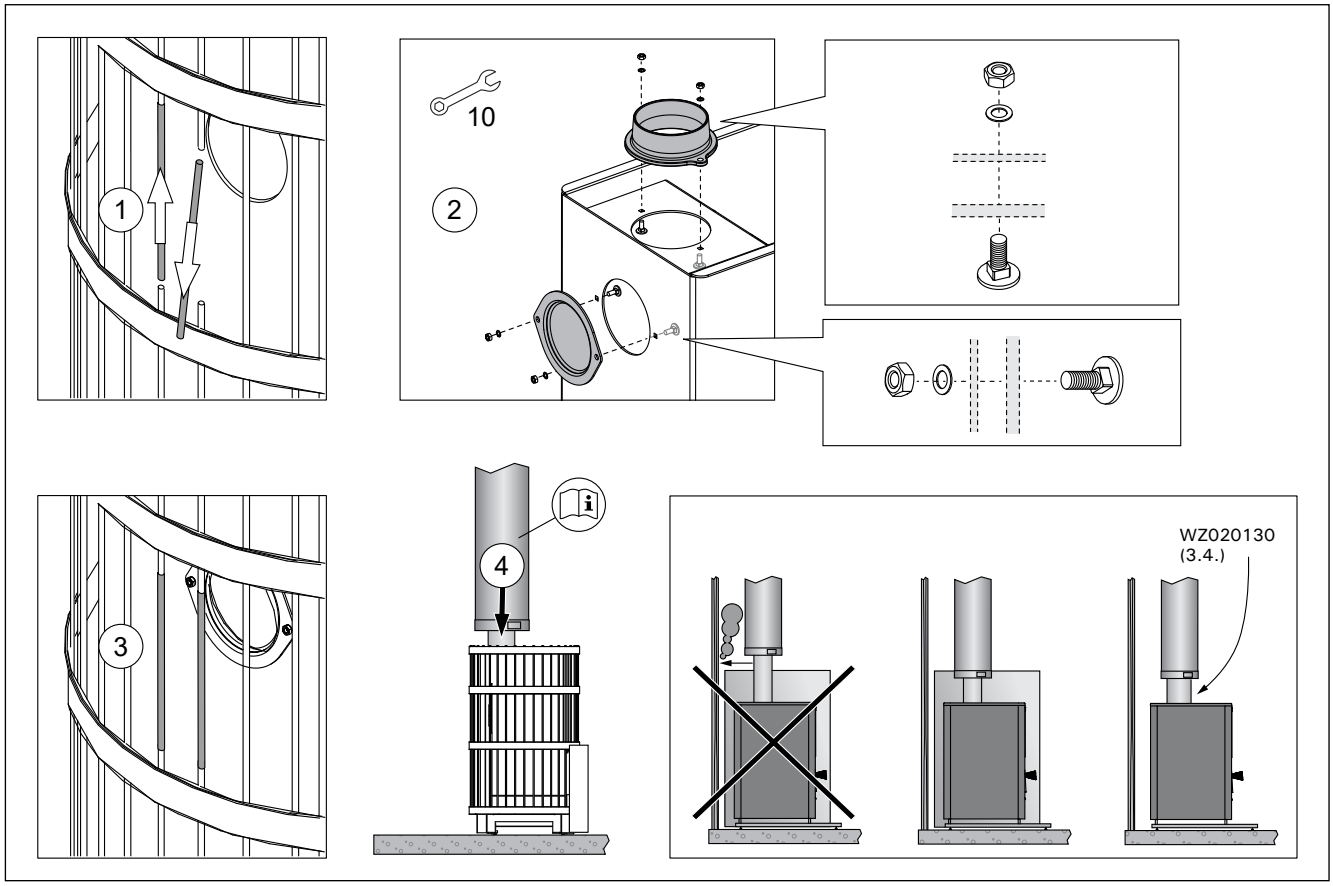

Рисунок 13. Присоединение печи к стальному дымоходу Harvia
3.2.3. Присоединение печи к стальному дымоходу Harvia (Рисунок 13)